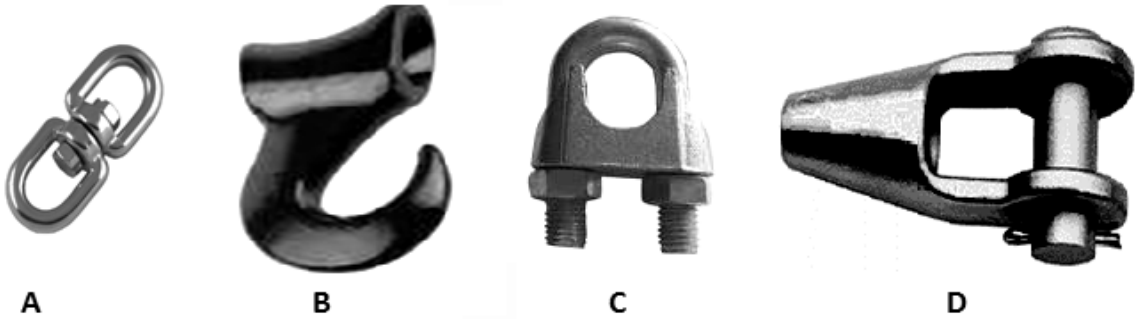

FIGURE 3
5.3 FIGURE 3 shows different types of fittings used on slings.